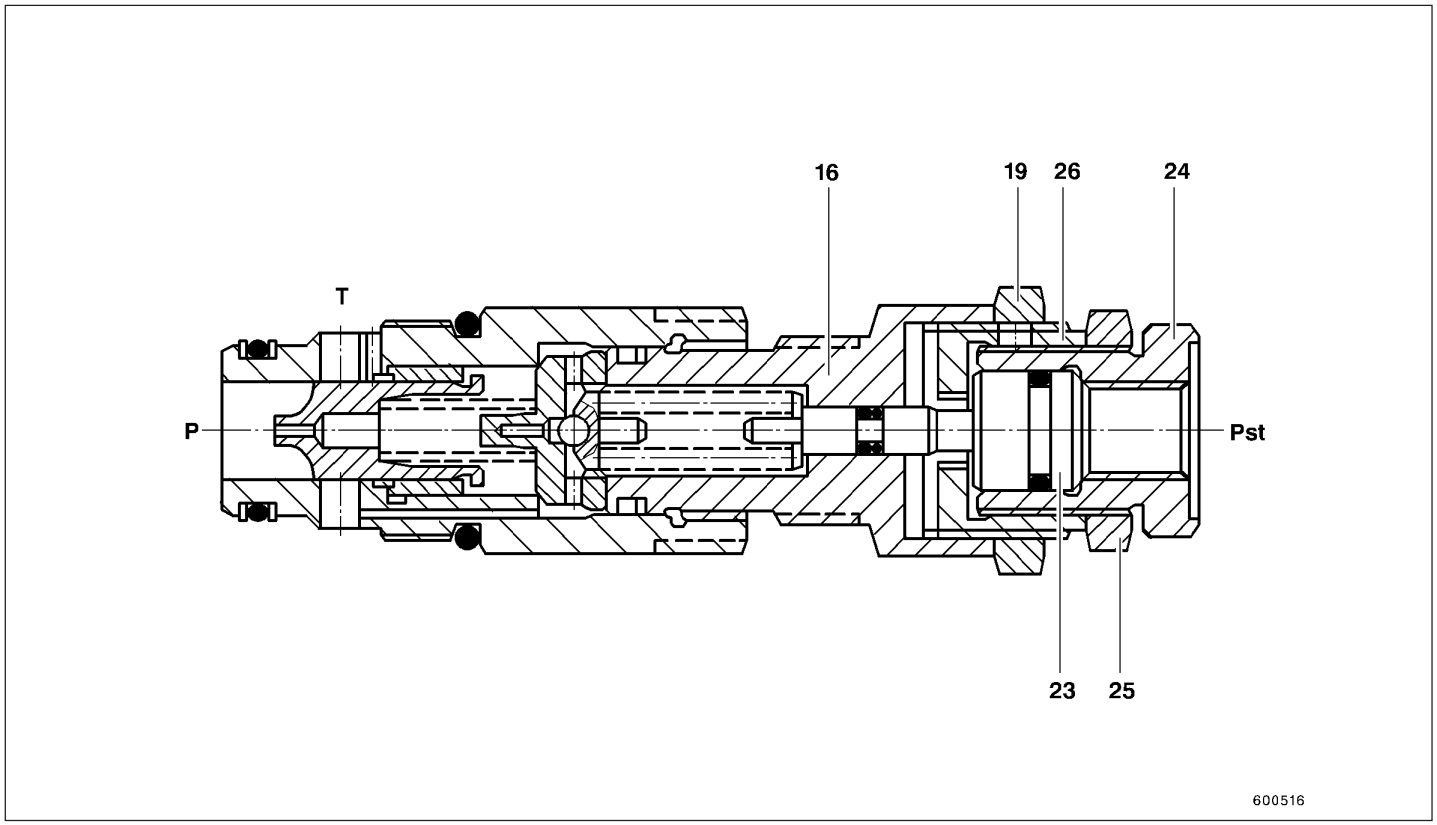

Fig.7
- Desatarraxe a porca-trava (19, Fig. 7)
- Gire o fuso de ajuste (26) totalmente para fora.
- Bloqueie o pistão comutador (23) girando o parafuso de trava para dentro.
- Aperte a porca-trava (25), segurando contra o parafuso de trava (24).
- Atarraxe o fuso de ajuste (26) de volta na carcaça (16).